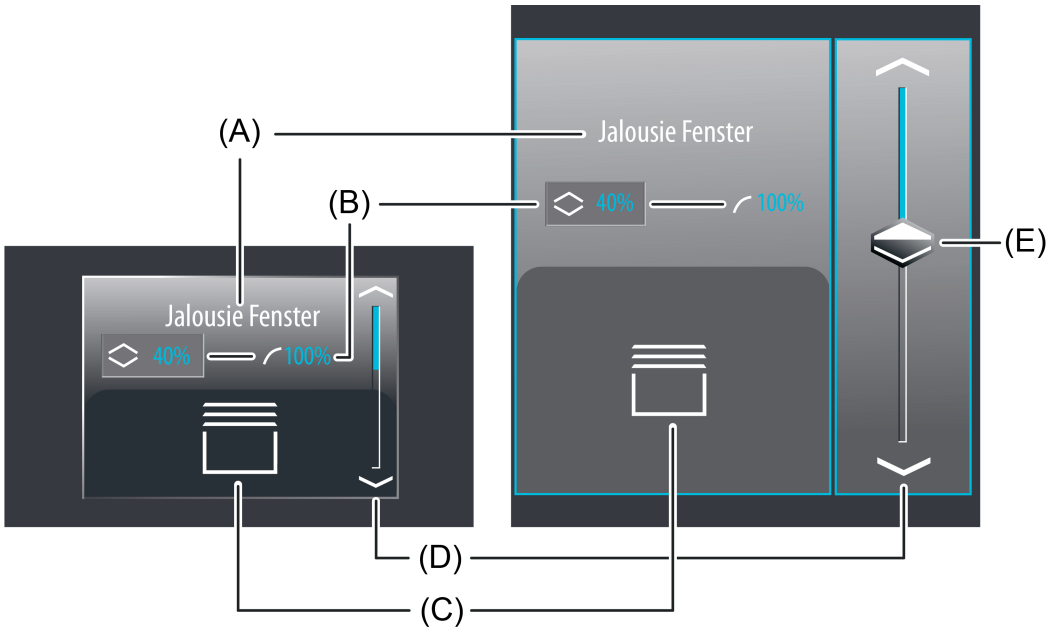

Bild 29: Beispiel für Bedien- und Anzeigeelement der Funktion "Jalousie Positionierung"
Bei der Auswahlbedienung steht neben den Sensorflächen ⌃ / ⌄ oder 〈 / 〉 zur Positionierung in die Endlagen oder zur Wertverstellung zusätzlich ein Slider (E) zur Verfügung (Bild 29). Über den Slider ist es möglich, grafisch unterstützt direkt Positionen für Lamellen oder Behanghöhen, je nach Auswahl über die Statuswerte, vorzugeben. Dazu kann der Slider durch Fingerdruck gesetzt oder kontinuierlich gezogen werden. Zum Setzen des Sliders muss der Sliderbereich an der gewünschten Position mit dem Finger berührt werden. Der Slider springt dann unmittelbar an die gewünschte Stelle. Zeitgleich sendet das Gerät den auf diese Weise vorgegebenen Positionswert als Vorgabe auf den Bus aus.
Der Anzeigebereich enthält verschiedene Darstellungselemente (Bild 29), die durch Parameter beeinflusst werden. Jeder KNX Funktion kann in der Konfigurationssoftware eine Bezeichnung vergeben werden (A). Diese Text-Bezeichnung wird im Anzeigeelement zentriert zur Anzeige gebracht, wodurch steuerbare KNX Funktionen für den Anwender kenntlich gemacht werden (z. B. "Jalousie Fenster"). Zusätzlich können unterhalb der Bezeichnung zwei Statuswerte (B) für Behanghöhe und Lamellenposition eingeblendet werden, die entweder abhängig von den Objektwerten der Positions-Rückmeldungen des angesprochenen Jalousieadenaktors oder alternativ direkt abhängig von der Positionswertvorgabe der Bedienelemente Positionswerte im Klartext anzeigen ("0...100 %"). Solange nach einem Gerätereset noch keine Rückmeldungs-Objektwerte empfangen oder noch keine Positionswerte vorgegeben wurden, zeigen die Statuswerte "---%" an.